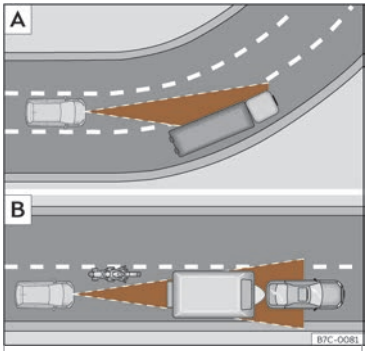

Fig. 162 A Vehículo nunha curva. B Motociclista circulando por diante fóra do radio de acción do sensor de radar.
O ACC podería non detectar en curva o vehículo precedente ou podería regular a distancia con vehículos que se atopan noutros carrís››› **fig. 162** A.
- Vehículos que circulen sen aliñación ou fóra da zona de detección do sensor, por exemplo, motocicletas››› **fig. 162** B